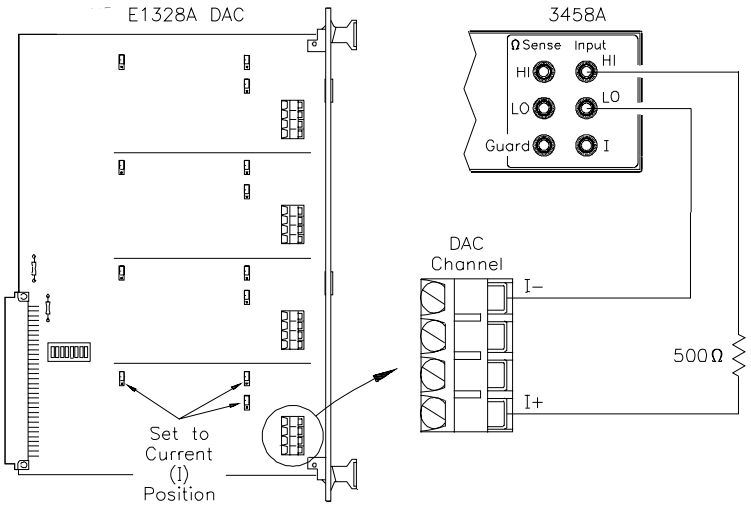

Figure 4-4. Current Measurement Accuracy Connections
Connect the equipment as shown in Figure 4-4. Be sure the three jumpers in each DAC channel are set to the I (current) position. Then, set the Agilent 3458A to DCI function and set NPLC 100.
The value of 500 Ω in Figure 4-4 is the factory value used for original measurements. If you previously calibrated your DAC with a different resistance value, use that resistance value rather than 500 Ω .
2. Connect Agilent 3458A and 500 Ω resistor to Channel 1 (see Figure 4-4)